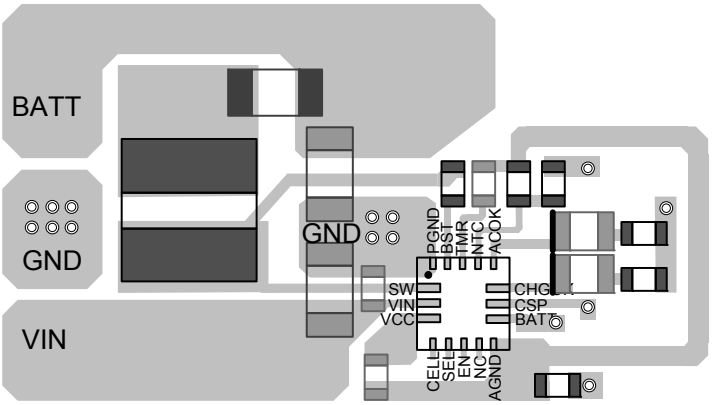

Figure 6: MP2615 PCB Guild Design
5) Figure 6 is a PCB layout reference design.